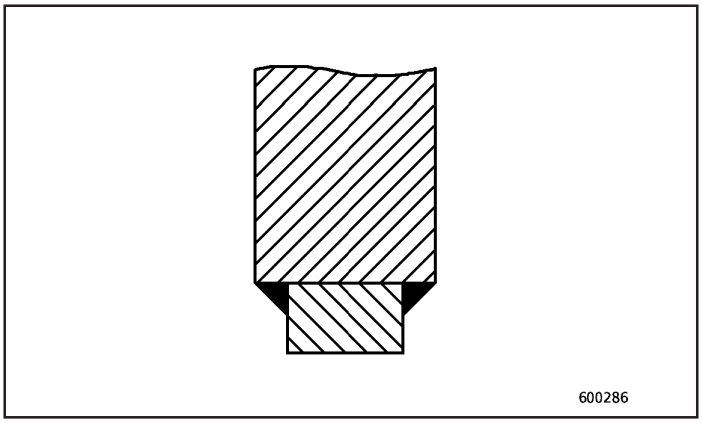

Fig.25
1. Os cordões estão muito sujeitos ao desgaste. Esta disposição não é recomendada (Fig. 25).